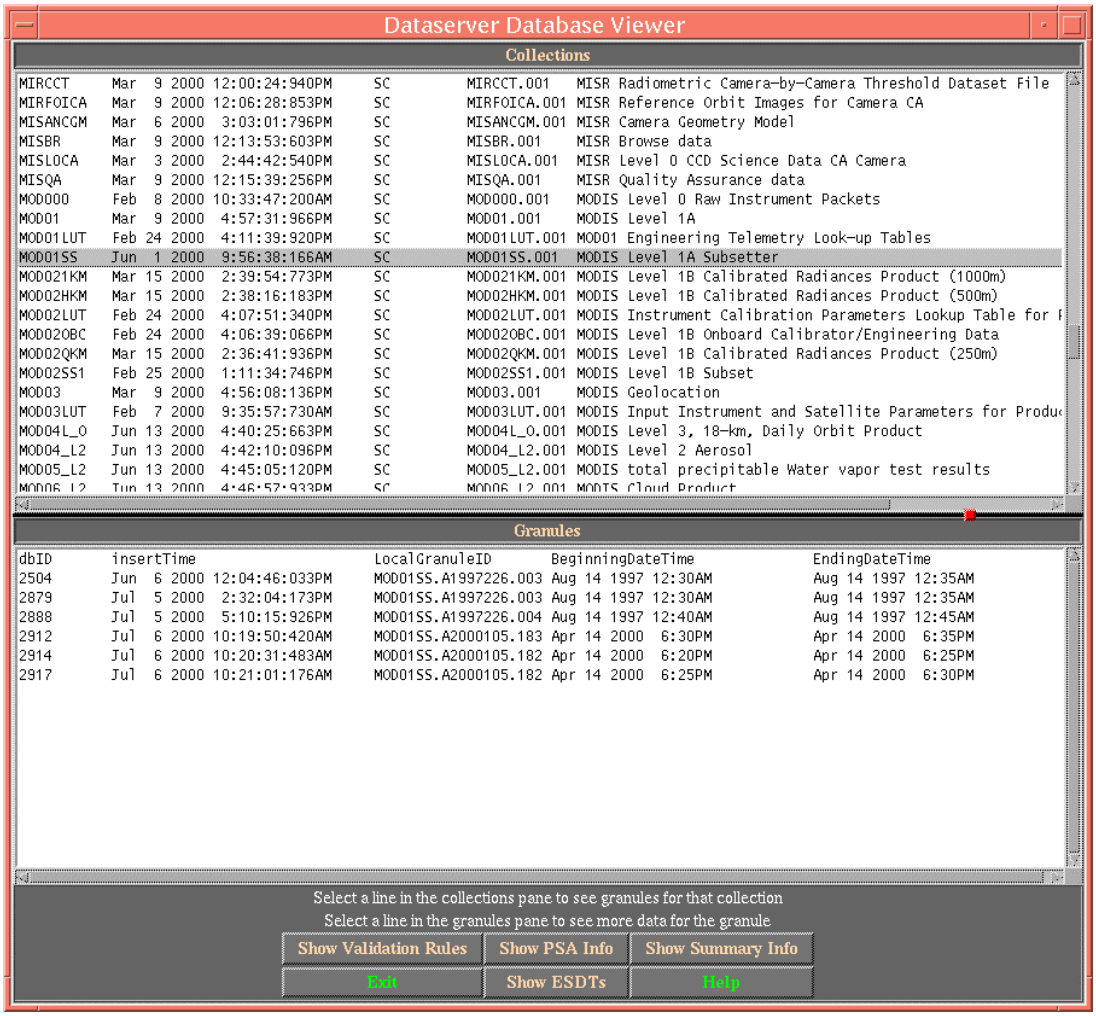

Figure 21. DB Viewer GUI
- The DB Viewer GUI will appear as shown in Figure 21.